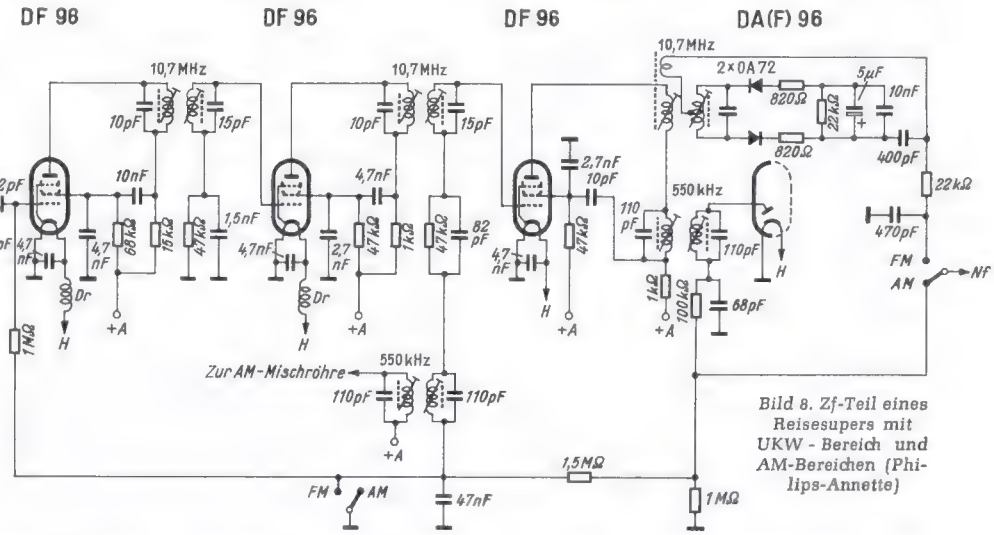

Bild 8. Zf-Teil eines Reisesupers mit UKW-Bereich und AM-Bereichen (Philips-Annette)
Bild 8 zeigt als typisches Beispiel für einen batteriebetriebenen Zf-Verstärker einen Schaltbildauszug aus dem Philips-Reisesuper Annette 471, dessen Blockschaltung bereits in Bild 4 dargestellt wurde. Beim FM-Empfang wird die Regelleitung durch den Schalter FM/AM geerdet, die drei Pentoden DF 96 arbeiten also mit voller Verstärkung. Die zweite und dritte Röhre enthalten je ein RC-Glied im Gitterkreis (47 kΩ/1,5 nF und 47 kΩ/82 pF). Sie wirken dadurch als Begrenzer, so daß dem mit zwei Dioden OA 72 bestückten Ratiodetektor bereits eine weitgehend von Amplitudenstörungen freie Spannung zugeführt wird. Die AM-Zwischenfrequenz von 550 kHz wird über ein Bandfilter dem Gitter der dritten Röhre zugeführt und nach Verstärkung mit der Röhrendiode DA(F) 96 demoduliert. Der Schalter FM/AM ist jetzt offen. Die Richtspannung dient zum Regeln der Zf-Röhre und der ersten Pentode DF 96, die – wie bei Bild 4 besprochen – hier als Hf-Vorröhre dient.